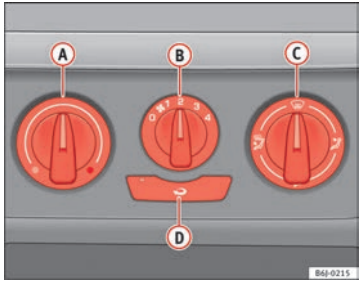

Fig. 103 Heating controls on the dash panel
– Turn the temperature selector ⇒ Fig. 103 (A) anticlockwise.
– Turn blower switch (B) to any of the head settings 1 -4.
– Set the airflow to the desired direction using air distribution control (C).
– Turn the temperature selector ⇒ Fig. 103 (A) clockwise to select the desired temperature.
– Turn the temperature selector ⇒ Fig. 103 (A) clockwise to reach the maximum temperature.
– Turn the blower switch (B) to setting 4.
– Close outlet (3).
– Open and turn outlet (4) towards side windows
– Turn the temperature selector ⇒ Fig. 103 (A) to the heating area. ▶
– Turn blower switch (B) to any of the head settings 2 -3.
– Close outlets (3)
– Open and turn outlets (4) towards side windows.